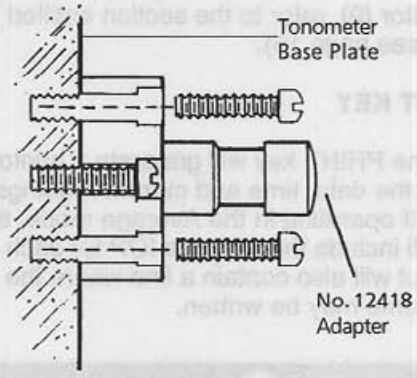

Figure 1
1. Check to see that the power switch (18) is in the "OFF" position and carefully lay the XPERT NCT *PLUS* on its side.
2. Attach the adapter (12418) to the tonometer base plate with the three screws provided (See Figure 1).